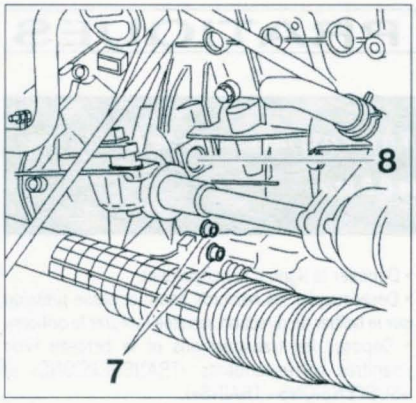

Figure 3b-6
Avant la repose de la transmission automatique sur le moteur, contrôler la présence des pions de centrage (8) (figure 3b-6) sur le carter de la transmission automatique.